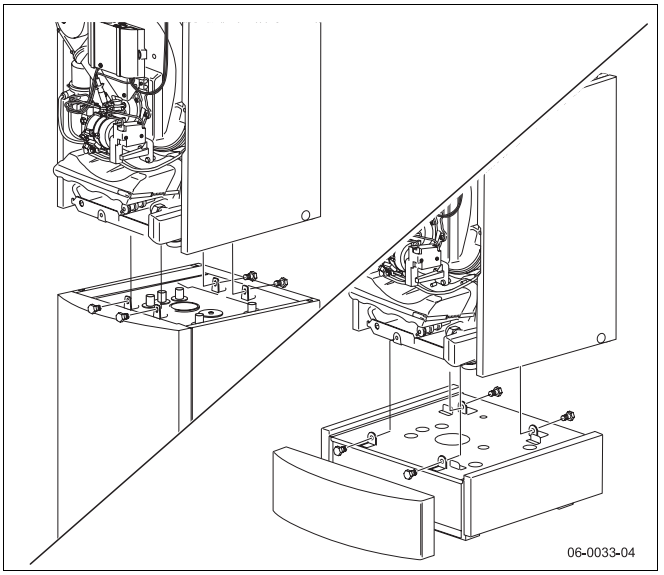

Bild 14 Heizkessel auf Warmwasserspeicher oder Kesselunterbau heben und montieren
- Heizkessel auf Kesselunterbau oder Warmwasserspeicher heben (Bild 14).
- Querstreben des Grundrahmens mit den Laschen des Aufstellbleches verschrauben (Bild 14).